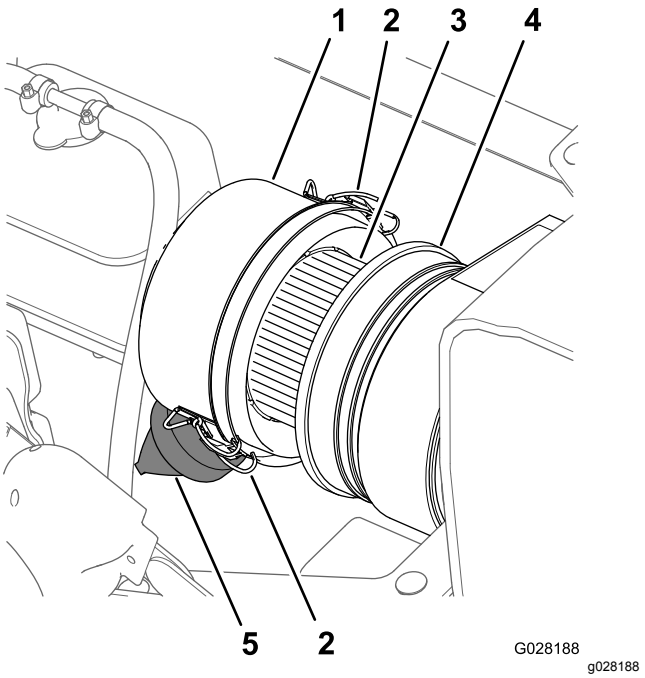

Figur 67
3. Rengör dammkåpan och luftrenarhuset (Figur 67).
4. Undersök om luftrenarhuset har skador som kan orsaka en luftläcka (Figur 67).
5. Kläm på dammventilen för att rensa den från smuts, damm och skräp (Figur 67).
7. Kontrollera om luftfiltret har stora ansamlingar av smuts, damm och skräp (Figur 67).
8. Montera dammkåpan på luftrenarhuset och fäst kåpan med de två spärrhakarna (Figur 67).
2. Rengör dammkåpan och luftrenarhuset (Figur 67).
6. Torka av insidan på dammkåpan, luftrenarhuset och dammventilen med en fuktig trasa (Figur 67 och Figur 68).